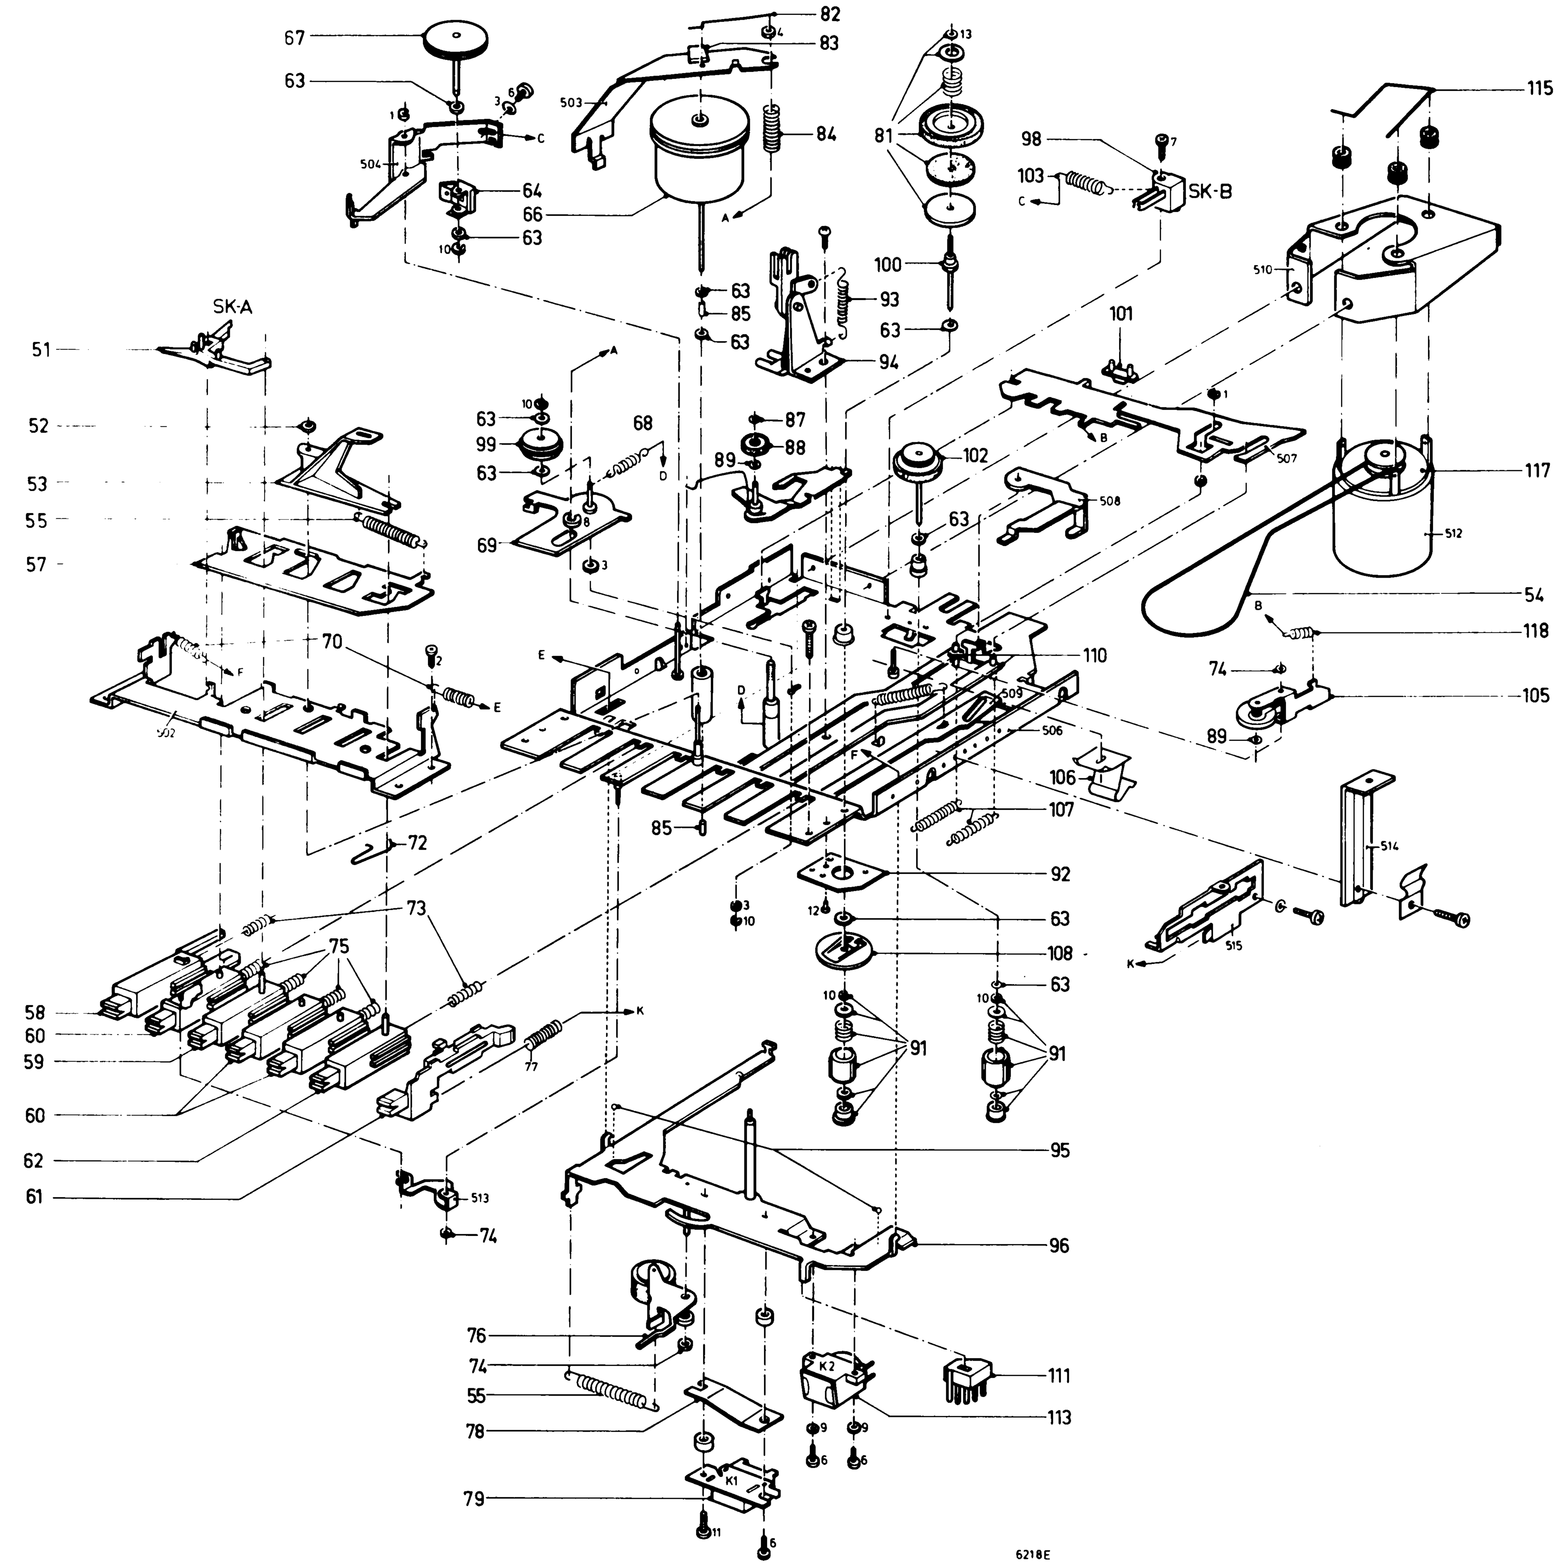

Fig. 1
Sostituzione dell'anello 92, fig. 1
2. Regolazione della staffa della testina 96, fig. 1 e 2
3. Regolazione della staffa 507, fig. 1
6. Controllo della trazione della frizione di avvolgimento 81, fig. 1